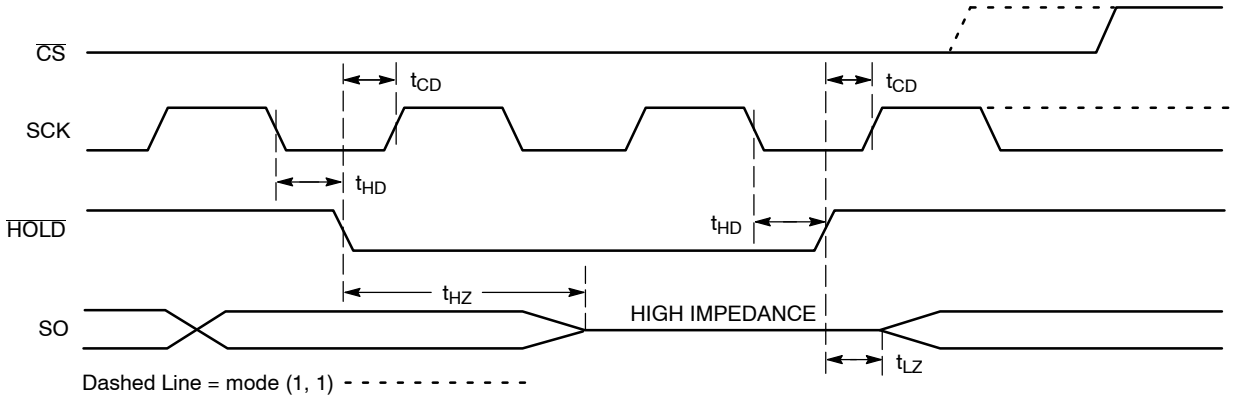

Figure 11. $\overline{HOLD}$ Timing
The $\overline{HOLD}$ input can be used to pause communication between host and CAV25010/20/40. To pause, $\overline{HOLD}$ must be taken low while SCK is low (Figure 11). During the hold condition the device must remain selected ($\overline{CS}$ low). During the pause, the data output pin (SO) is tri−stated (high impedance) and SI transitions are ignored. To resume communication, $\overline{HOLD}$ must be taken high while SCK is low.